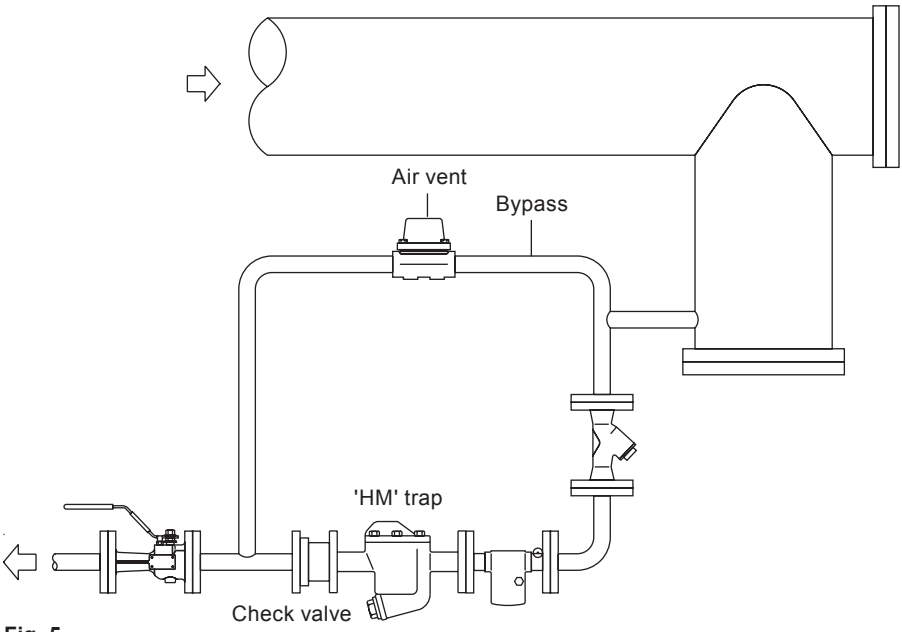

Fig. 5
3.5 Inverted bucket steam traps do not permit rapid release of air. On process applications, in particular, this can lead to slow warm-up times and waterlogging of the steam space. A separate external air vent is therefore required in parallel to vent air efficiently. Any bypass should be positioned above the trap. If it is below, and is leaking or left open, the waterseal could be blown away leading to steam wastage (see Fig. 5). Where inverted bucket traps are fitted in exposed conditions the possibility of freezing damage can be reduced by thermal insulation.